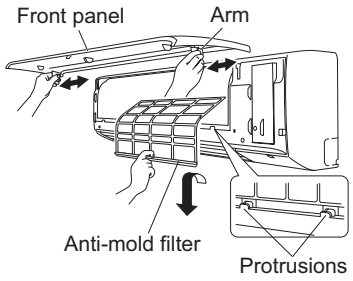

Fig. 2-250
If the front panel is difficult to remove, grasp both ends of it and lift it up slightly. Move it to the left and disengage the left arm, then move it to the right and disengage the right arm. (Fig. 2-250)
(2) Lift the anti-mold filter up slightly to disengage it from the protrusions on the unit, and then pull downward to remove the filter from the unit. (Fig. 2-250)